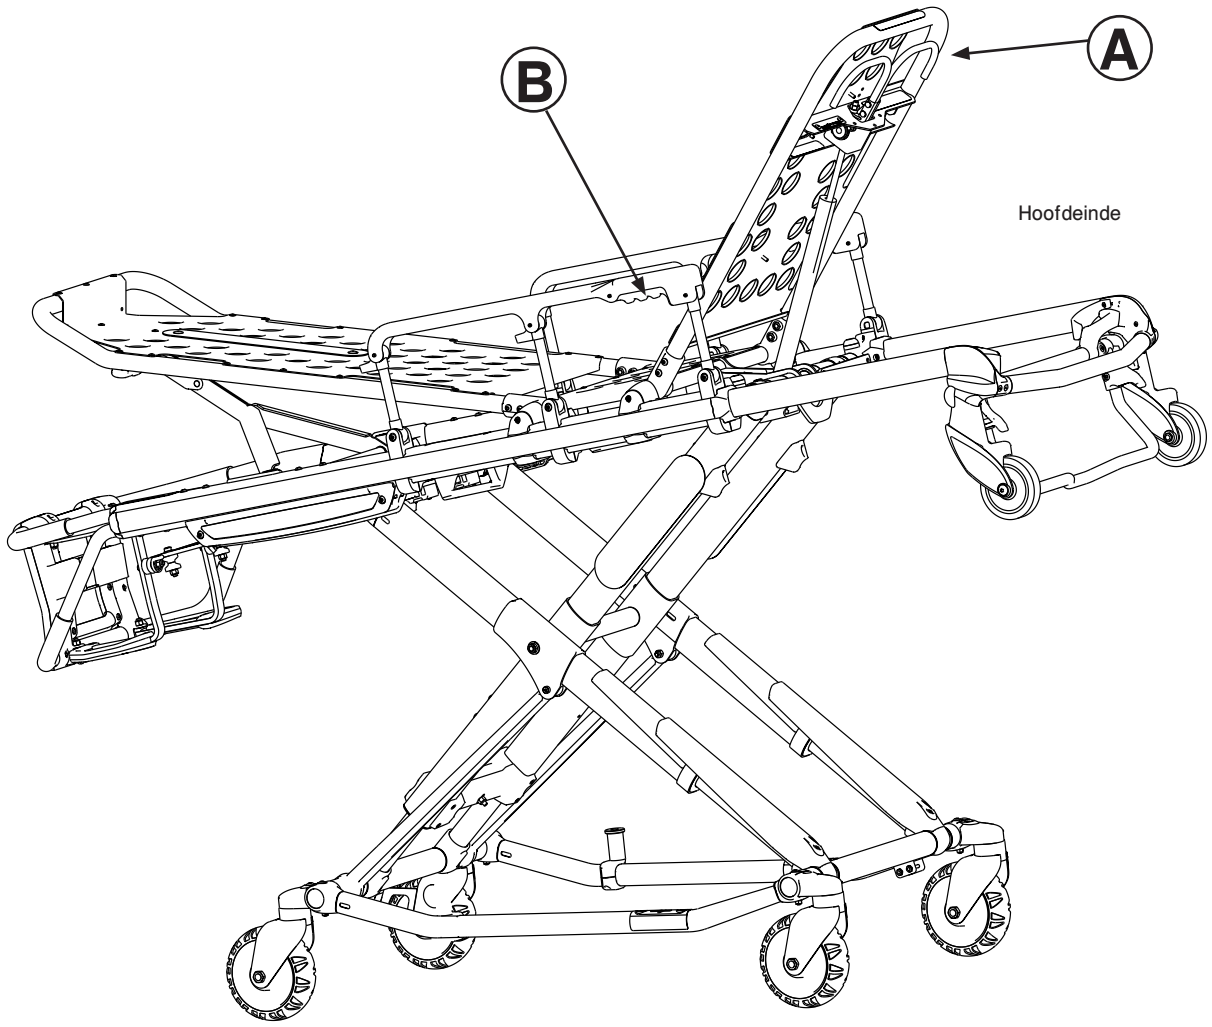

Afbeelding 29
Om de rugsteun omhoog te brengen, zoals getoond in Afbeelding 29, knijpt u de hendel (A) in en brengt u de rugsteun met pneumatische hulp op de gewenste hoogte.
Om de onrusthekken omhoog te brengen, zoals getoond in Afbeelding 29, trekt u het onrusthek omhoog totdat de grendel op zijn plaats klikt.